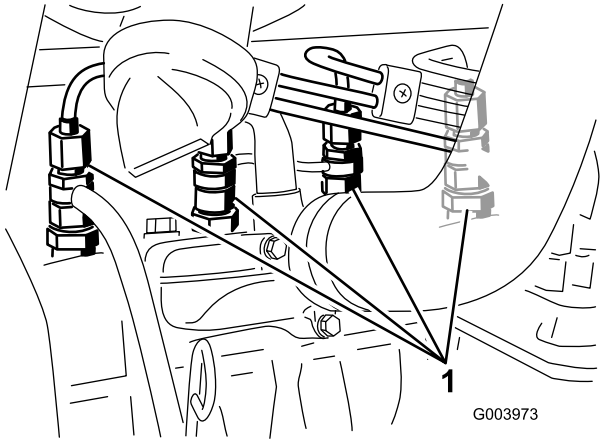

Рисунок 32
1. Ослабьте соединитель, который крепит трубку к соплу №1 и держателю в сборе (Рисунок 32).